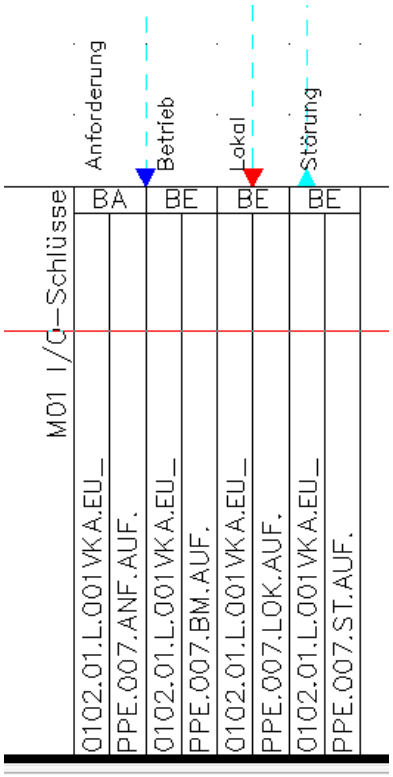

Bild 24.49 – Mit der Option *DP Text* erscheint Funktionscode-Text als Beschriftung
- Die Option *DP Text* blendet den Funktionscode-Text oberhalb des Schlüssels ein (Abb. 24.49).
- Aktivieren Sie unter *Anzeige im Benutzerschlüssel* das *Gerätekennzeichen* und/oder *I/O Gerätekennzeichen,* so werden diese Informationen links neben dem ersten Teil des Benutzerschlüssels eingeblendet (vgl. Abb. 24.49).
- Die Option *DP Text* blendet den Funktionscode-Text noch einmal oberhalb des Schlüssels ein (vgl. Abb. 24.49).
- Aktivieren Sie *Gerätekennzeichen* und/oder *I/O-Gerätekennzeichen*, so werden diese Informationen links neben dem ersten Teil des Benutzerschlüssels eingeblendet (vgl. Abb. 24.49).